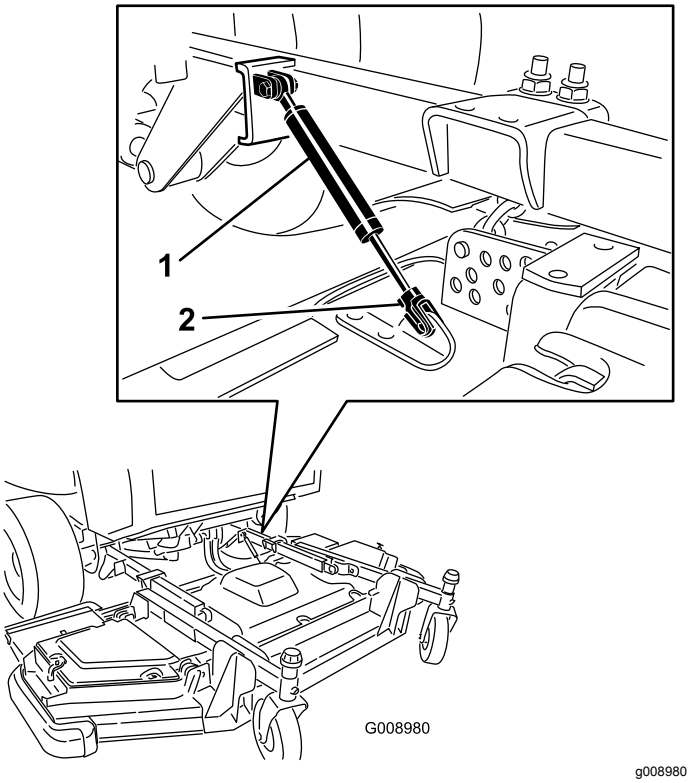

Figuur 136
3. Verwijder de bevestigingsclip en ontkoppel de demper van het maaidek (Figuur 136).